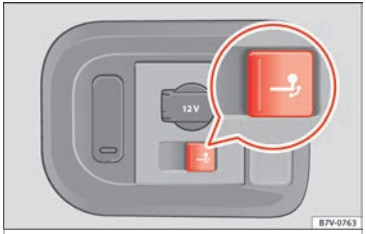

Fig. 229 Right-hand side of the luggage compartment: button to electrically release the tow hitch ball
- Press the knob briefly ››› **Fig. 229**. The tow ball is released electronically and folds out automatically; the button indicator will blink.
- Press the knob briefly ››› **Fig. 229**. The tow ball is electronically released; the indicator blinks.